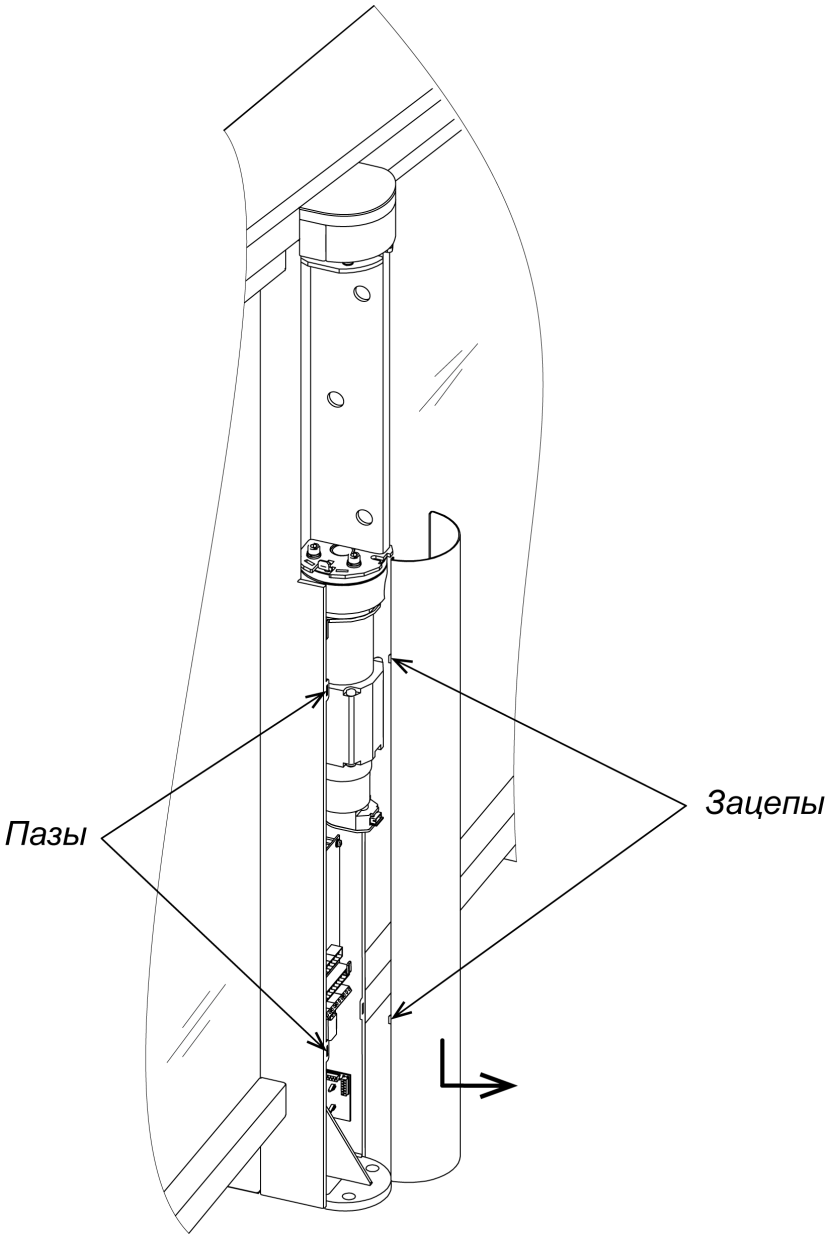

Рисунок 19. Снятие кожуха центральной стойки
Для снятия кожуха центральной стойки (2) – сдвиньте кожух вдоль стойки вниз и на себя, выводя зацепы кожуха из пазов в центральной стойке (см. рис. 19).